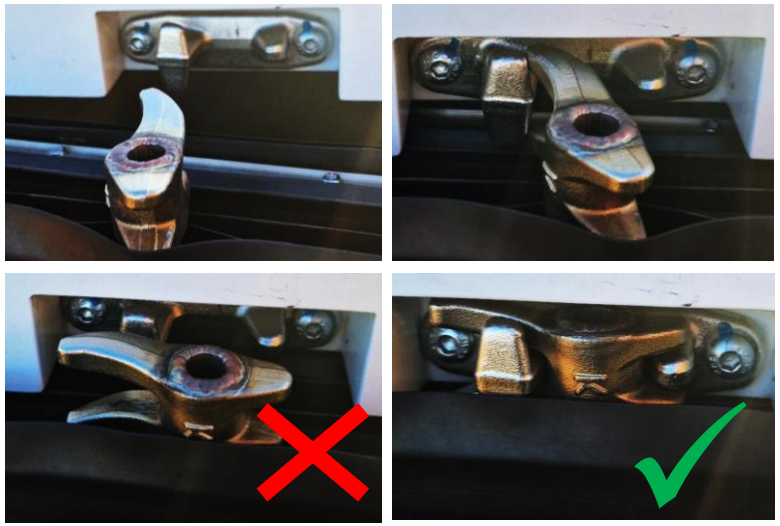

Figure 20 – Correct position of the door cams.
2. **When the door seal touches the structure, make sure the cam hooks the keeper (Figure 20);**